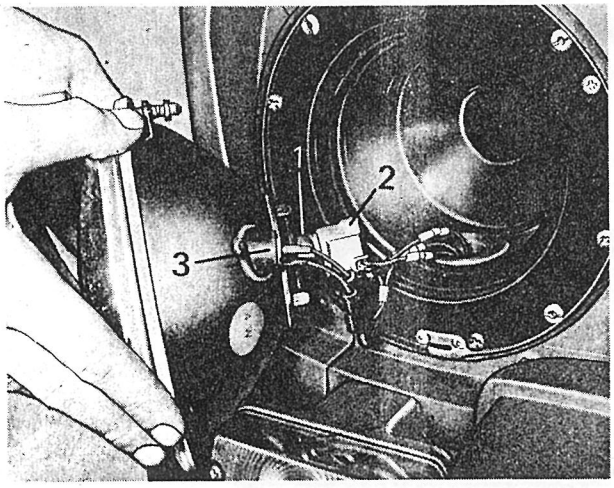
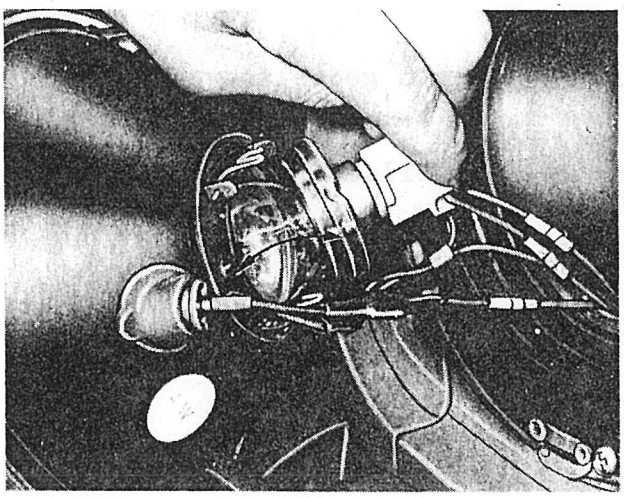

Afb. 3.7.4. Koplamp (kompleet)
Afb. 3.7.5. Aanbrengen duplolamp
(4) Trek het kontaktblok (2, afb. 3.7.4.) van de lampvoet.
(5) Trek de fitting van het stadslicht (3, afb. 3.7.4.) uit de koplamp.
(6) Druk de klemmen, waarmee de duplolamp bevestigd is omhoog en trek de duplolamp uit de koplamp.
(7) Plaats een nieuwe duplolamp in de koplamp en druk de klemmen omlaag. Let op, dat de uitstekende nok van de lampfitting valt in de daarvoor bestemde uitsparing in de reflektorrand (zie afb. 3.7.5.).
(8) Breng het kontactblok (2, afb. 3.7.4.) en de fitting van het stadslicht (3, afb. 3.7.4.) aan.
(9) Druk de komplete koplamp in de juiste stand in de carrosserie.
(10) Breng de sierrand aan en zet vast door de drie schroeven een kwartslag vast te draaien.
(4) Trek de fitting (3, afb. 3.7.4.) uit de koplamp.
(5) Verwissel de gloeilamp en druk de fitting in de koplamp.
(6) Druk de komplete koplamp in de juiste stand in de carrosserie.
(7) Breng de sierrand aan en zet vast door de drie schroeven een kwartslag vast te draaien.